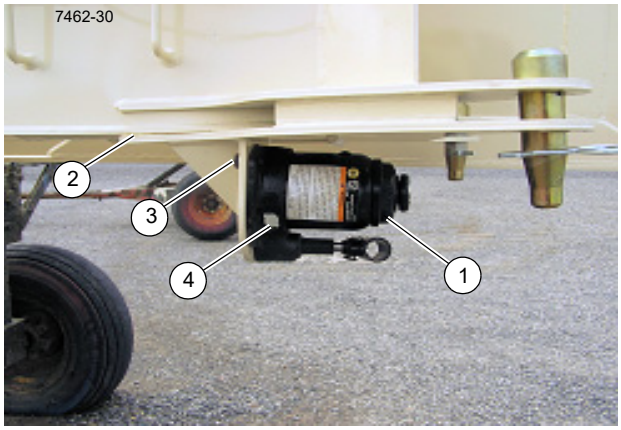

FIGURA 4-29
Quite el gato (1, Figura 4-29) del plumín (2) retirando los tres pernos y las arandelas planas (3, Figura 4-29).
1. Con el caballete completamente bajado y el émbolo metido, coloque el gato en su posición vertical y retire el tapón de llenado de aceite (4, Figura 4-29).
2. Para vaciar el aceite, retire el tapón de llenado (4, Figura 4-29).